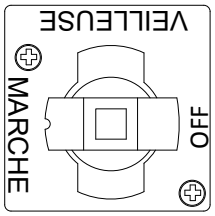

Figure 2
3. Après avoir allumé la veilleuse, appuyez sur le bouton et tournez-le lentement à la position ON (marche) (Figure 2 ci-dessus). Dès que la veilleuse est allumée, le brûleur s'allumera automatiquement dès que le thermostat est réglé au-dessus du plus bas réglage ou si le contrôleur demande de la chaleur.